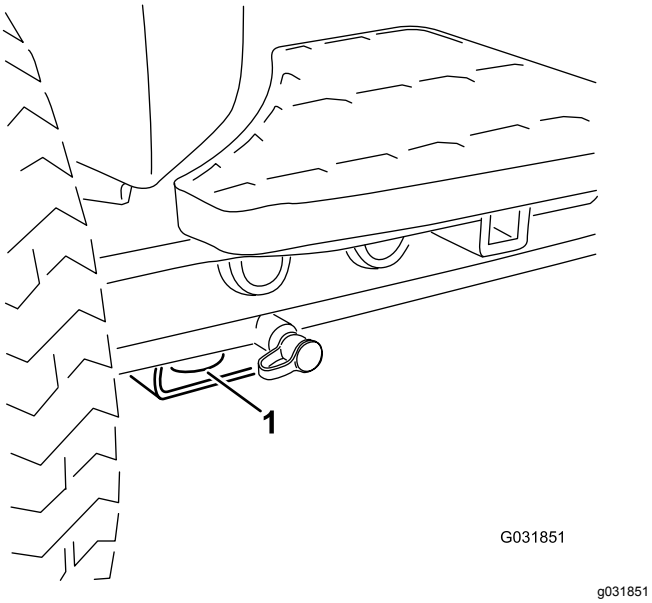

**Figur 70**
- For – hullet i den rektangulære plade, under akselrøret, indvendigt i forhold til hvert fordæk (Figur 70)